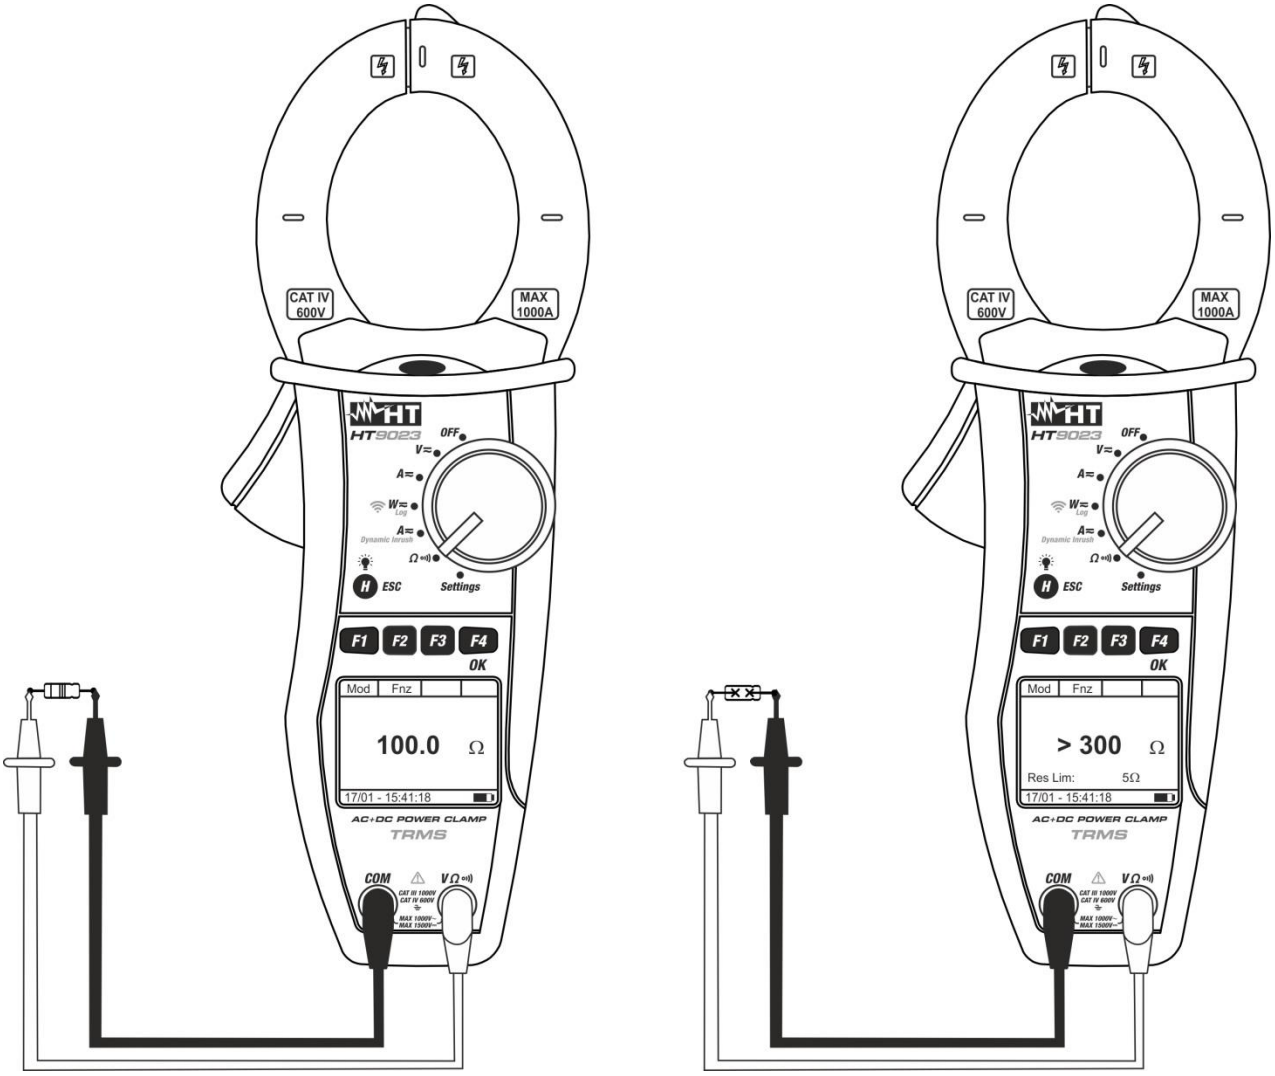

Fig. 14: Medição de resistências e Teste de Continuidade
4. Inserir o cabo vermelho no terminal de entrada **VΩ•))** e o cabo preto no terminal de entrada **COM** e efetuar as ligações do instrumento (ver Fig. 14 – parte izquerda)